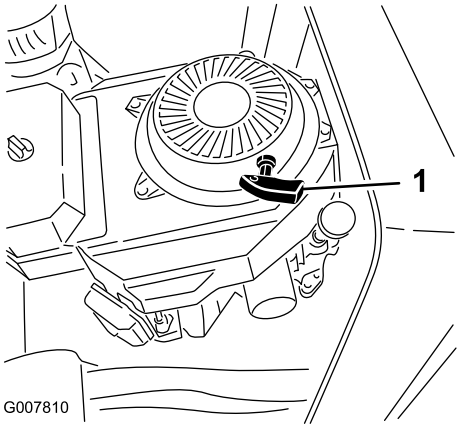

Figur 20
- Modell 22970: Starta motorn genom att vrida nyckeln till det påslagna läget och dra i startsnöret (Figur 20).